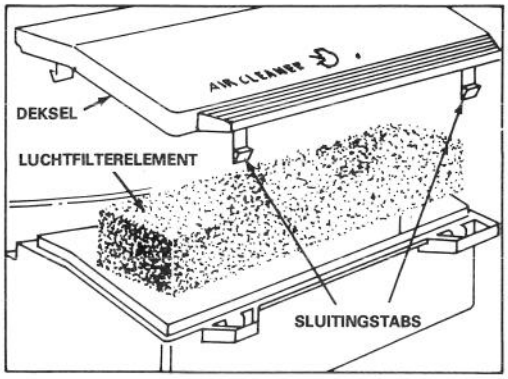

Afbeelding 11
2. Druk de sluitingstabs naar binnen en licht het deksel van de luchtfilter. Maak het deksel grondig schoon (Afb. 11).
3. Wanneer het luchtfilterelement vuil is, verwijder het uit de luchtfilter en maak het grondig schoon (Afb. 11).